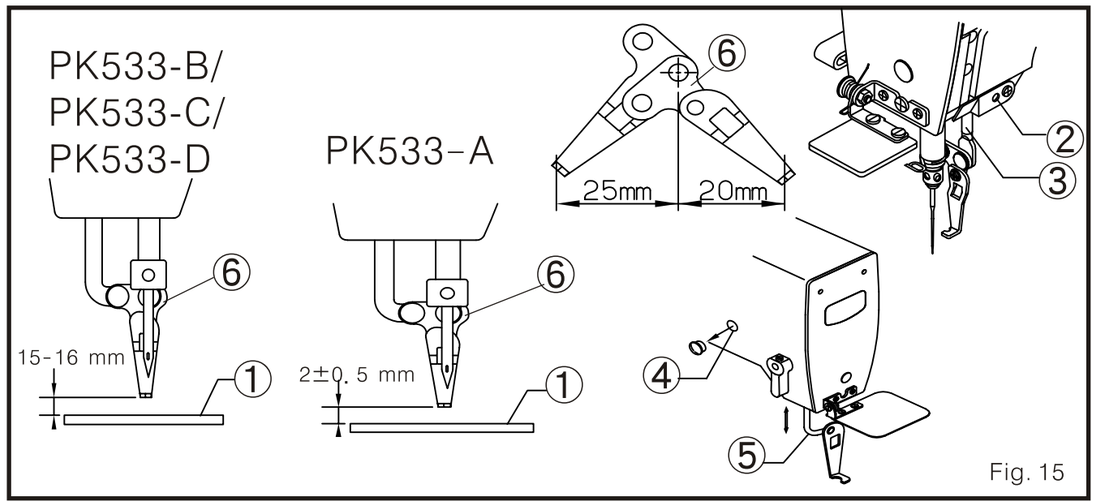

Fig. 15
10. El ajuste del limpiador (Fig. 15)